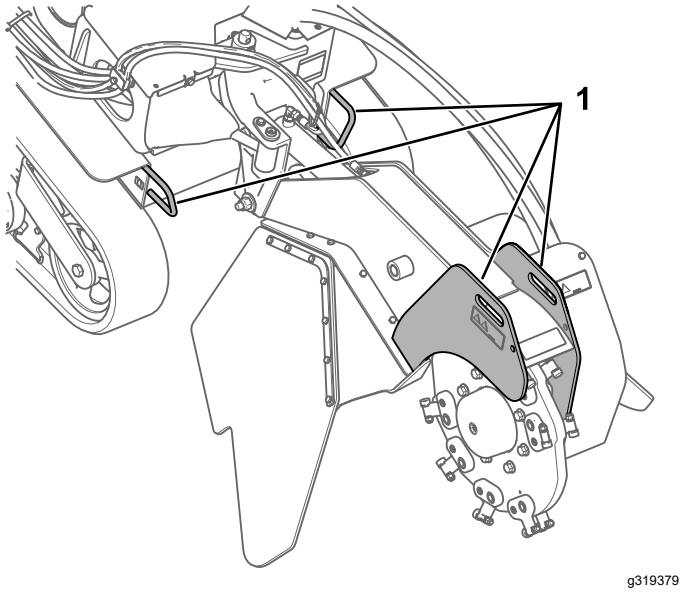
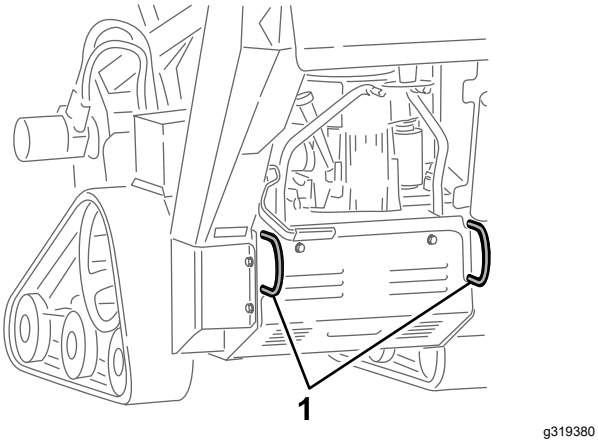

Figuur 22
Figuur 23
3. Bevestig de machine aan een aanhangwagen met kettingen of stroppen. Gebruik de bevestigings-/takelpunten aan de voor- en achterkant van de machine (Figuur 22 en Figuur 23). Raadpleeg de lokale vereisten inzake aanhangers en de bevestiging van machines.
U kunt de machine omhoogbrengen met behulp van de bevestigingspunten als hefpunten (Figuur 22 en Figuur 23).